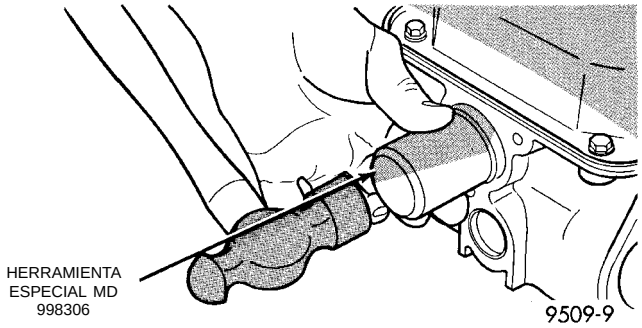

Fig. 40 Instalación de la junta del árbol de levas
(1) Instale la junta del árbol de levas al ras con la culata de cilindros, utilizando la Herramienta especial MD 998306 (Fig. 40).